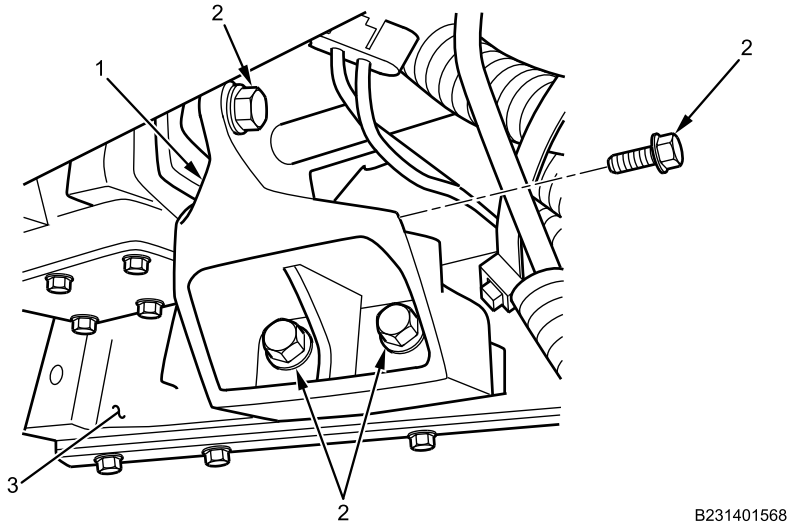

Figure 10. Power Steering Pump Support.
7. Install support (Figure 10, Item 1) on engine (Figure 10, Item 3) with four bolts (Figure 10, Item 2). Tighten bolts securely.